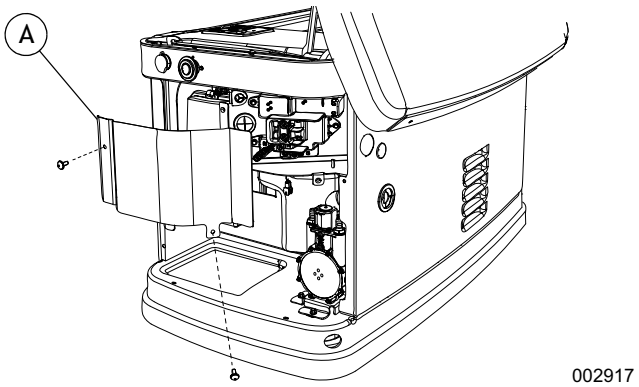
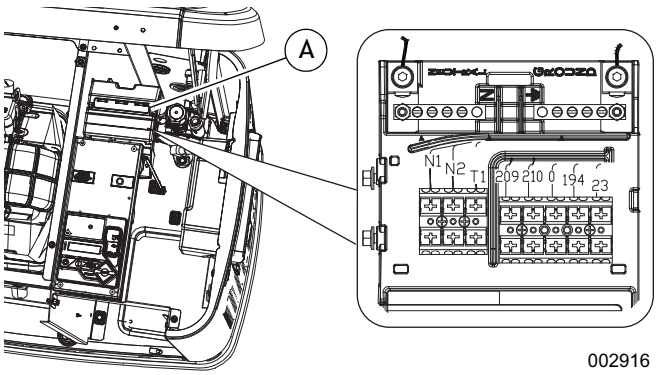

Рисунок 1. Снятие крышки панели пользовательских подключений (для изделий, изготовленных с 2013 г. до настоящего времени)
Рисунок 2. Снятие крышки панели пользовательских подключений (для изделий, изготовленных в 2013-2015 гг.)
6. См. *Рисунок 1* или *Рисунок 2*. Снимите крышку панели пользовательских подключений (A).